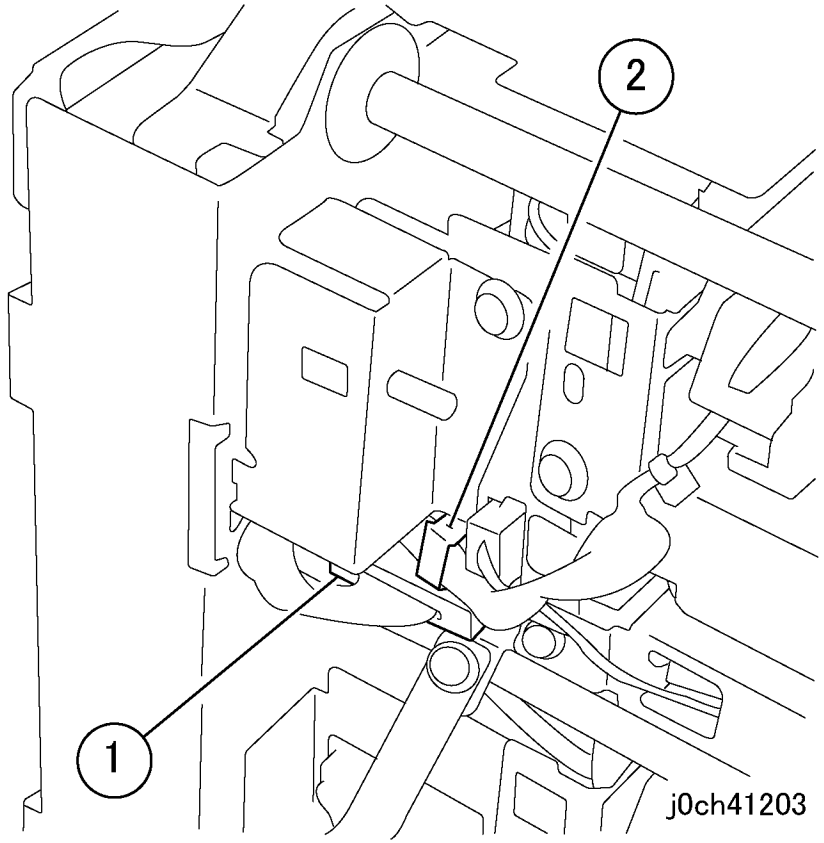

Рисунок 3 Отсоединение разъема (j0ch41203)
6. Отсоедините разъем (рисунок 3).